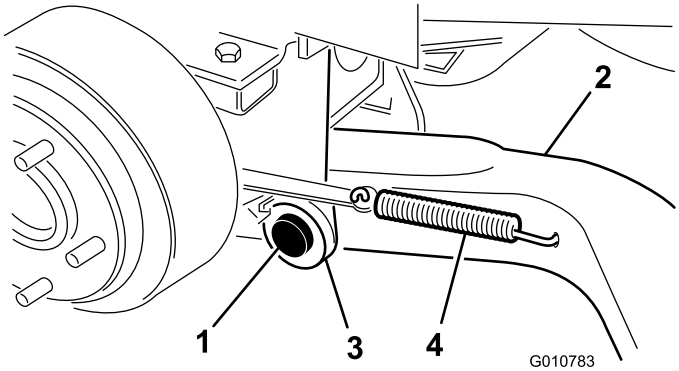

**Figure 4**
4. Montez un bras de levage (en plaçant la rotule à l'extérieur) sur le support de pivot avec un axe de pivot et une goupille fendue (5/32 x 1-3/4") (Figure 4).
6. Accrochez le ressort de rappel de frein dans le trou du bras de levage (Figure 4).